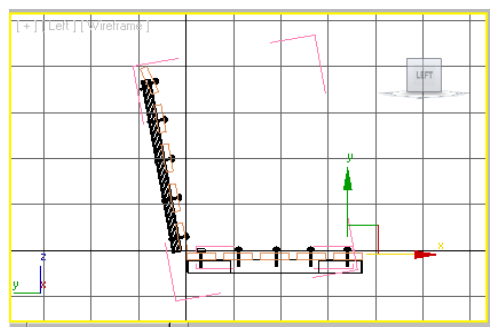

Figure 3-64 *Alignment of the right side of the rivets in the Left viewport*
12. Invoke the **Select and Move** tool and align all rivets of the *right side seat rivets* group with the *horizontal seat support*, as shown in Figure 3-64.